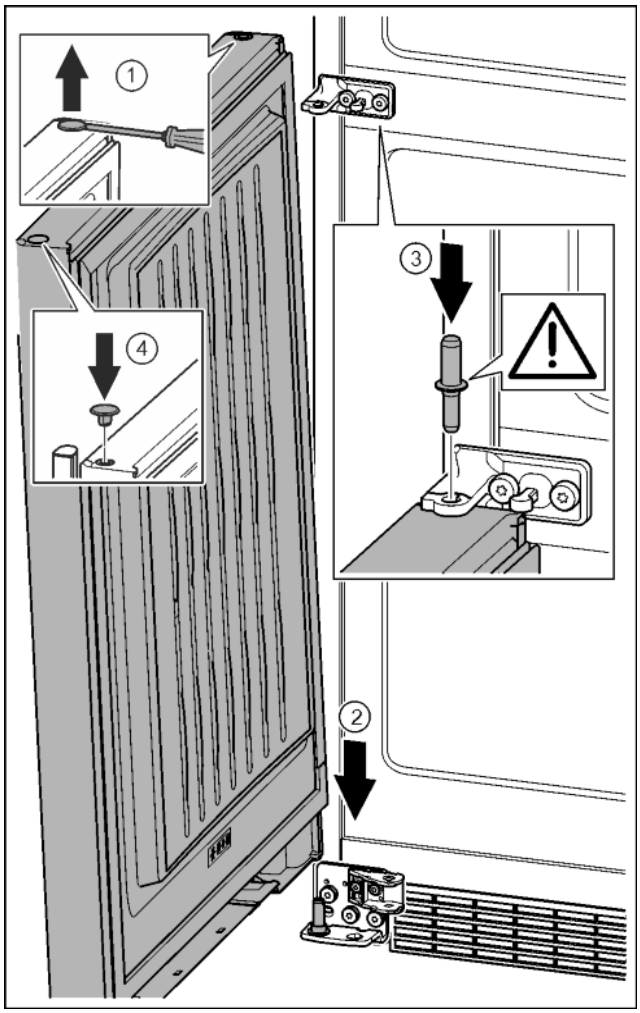

Fig. 36
▶ Stop voorzichtig met een sleufschroevendraaier optillen en eruit trekken. *Fig. 36 (1)*
▶ Deur van boven op de onderste lagerbout plaatsen. *Fig. 36 (2)*
▶ Het midden van de lagerbout door het midden van de lagerbus in de onderste deur aanbrengen. Let op dat de vergrendelnok naar achter wijst. *Fig. 36 (3)*
▶ Stop op de andere deurzijde weer aanbrengen. *Fig. 36 (4)*